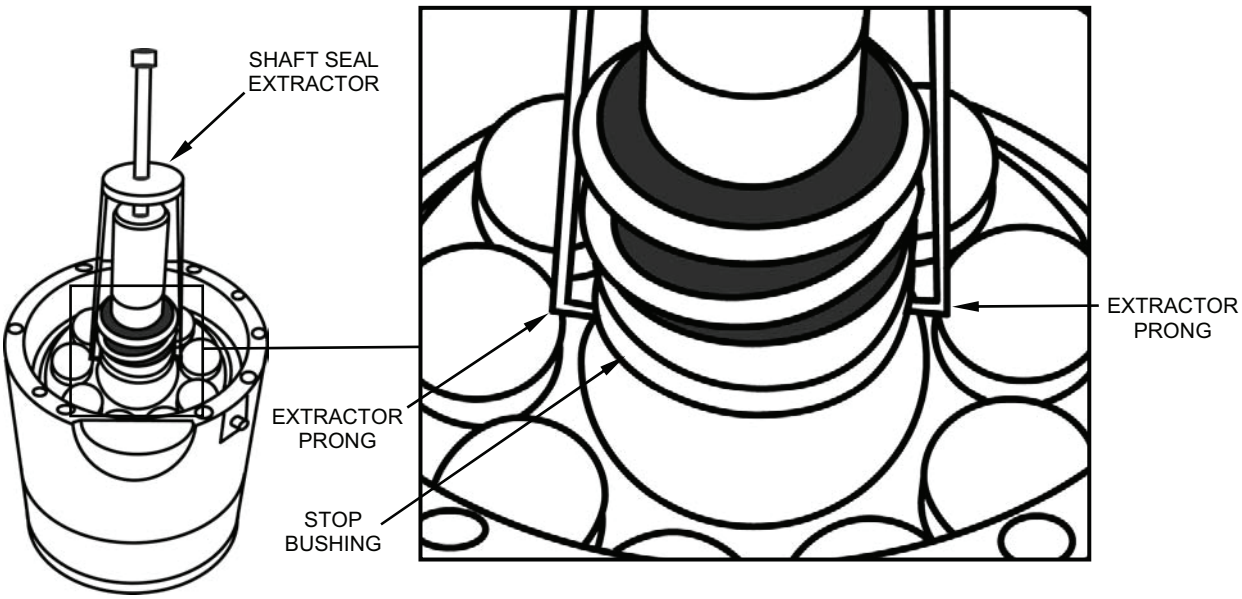

Figure 24. Removing Shaft Seal and Stop Bushing.
i. Position the prongs of the shaft seal extractor under the shaft seal and remove the shaft seal (see Figure 24).
j. Lift the stop bushing off the pump shaft (see Figure 24).